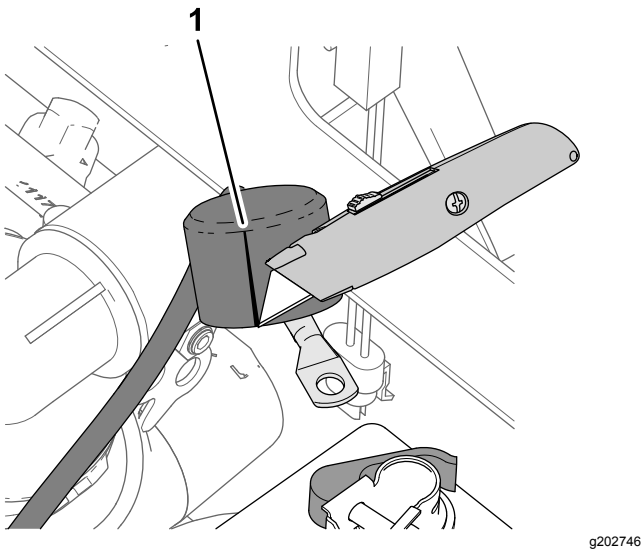

Figur 210
1. Skær isolatordækslet på batteriets pluskabel til starteren op som vist i Figur 210.